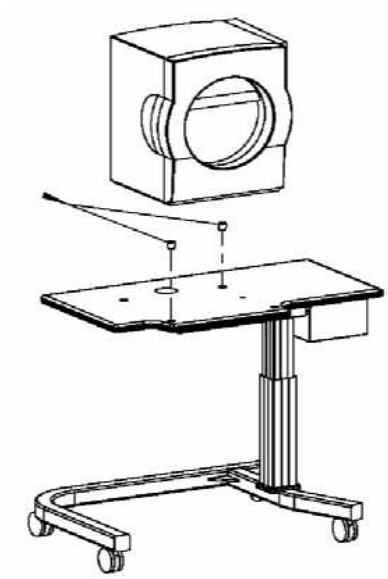

Figure 8 Place Feet and Instrument on Top of Table
2) Put the two feet that were removed in step 1 onto the table as shown in Figure 8 and place the instrument on top of the table.